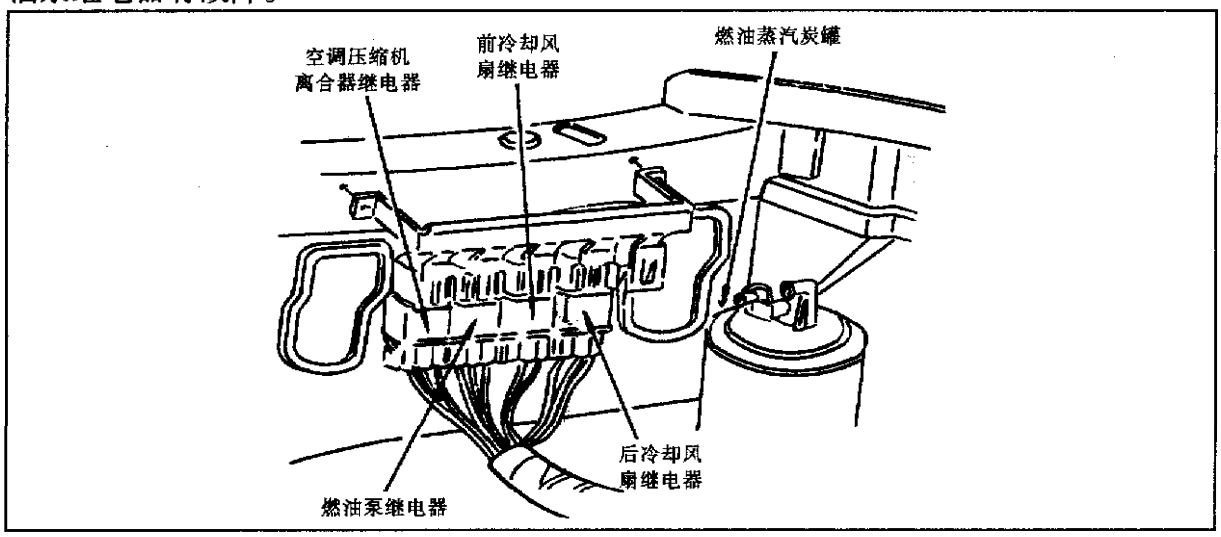
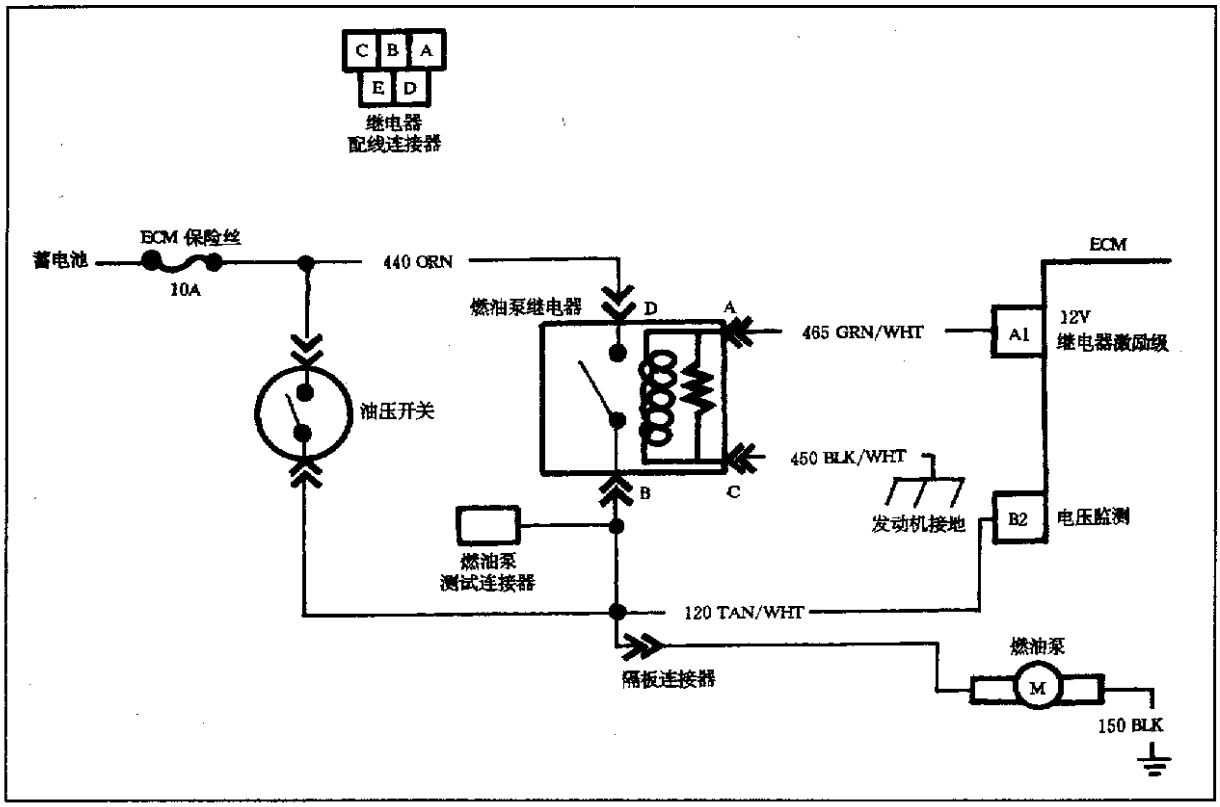

图 1-2-12　燃油泵继电器位置
图 1-2-13　燃油泵继电器诊断电路
(2)脱开燃油泵继电器,燃油泵继电器位置见图 1-2-12。见图 1-2-13,将蓄电池正极和负极分别接至继电器端子 A 和 C,检查继电器端子 B、D 间应导通。如果不导通,燃油泵继电器有故障。